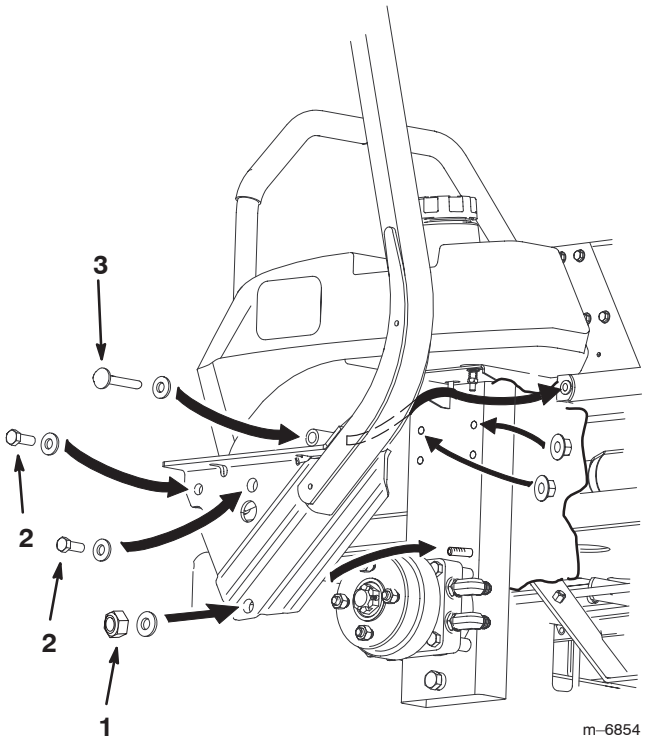

Figure 3
Remove the following fasteners (Fig. 3) securing each (right and left) roll bar section to the frame:
1. Pull the bottom of the roll bar away from the frame and slide the side braket between the machine frame and the ROPS frame (Fig. 3). Repeat for the opposite side of the machine.